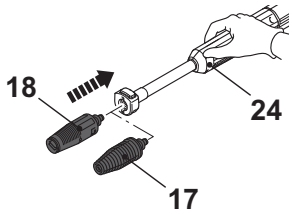

Fig. 9
> Always use the vario nozzle (18) with the extension lance (24) attached (Fig. 9).